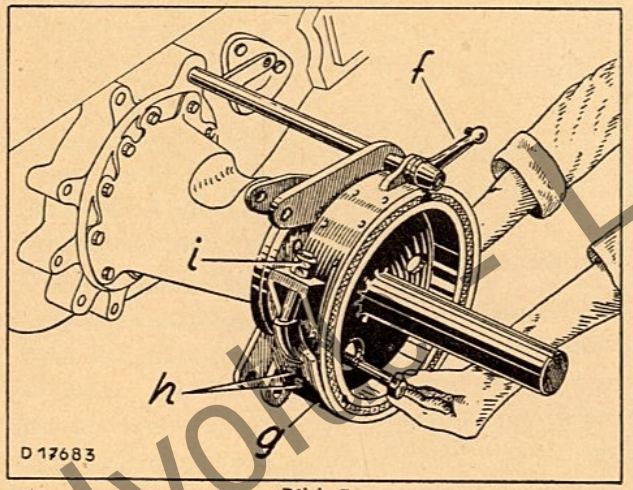

Bild 5
1. Auf beiden Seiten Bremsgestänge vom Hebel f (Bild 5) der oberen Bremswelle trennen durch Herausschlagen der Verbindungsbolzen (Gegenmuttern zu den Gabeln am
Je vier Kopfschrauben und zwei Paßschrauben einzeln durch die Löcher der Bremsscheibe herausnehmen (siehe Bild 5) (Bremsscheibe hierfür bei ausgeschaltetem Getriebegang in die jeweils erforderliche Lage drehen).